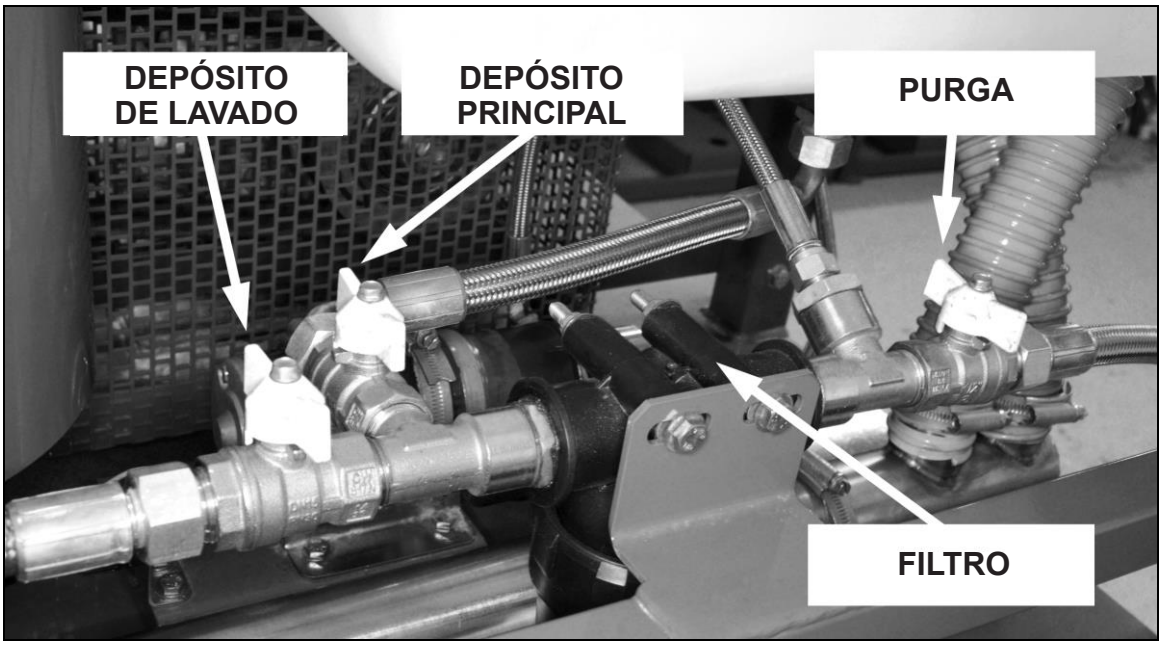

*Fig. 2 – Válvulas y filtro bajo el depósito*
1. Comprobar que la válvula de ***Purga*** esté CERRADA, la válvula del ***Depósito principal*** ABIERTA y la válvula del Depósito de lavado cerrada. Ver Fig. 2. Hay que tener en cuenta que todas las válvulas están cerradas cuando la manilla está situada perpendicular respecto al cuerpo de la válvula y abiertas cuando la manilla está paralela al cuerpo.